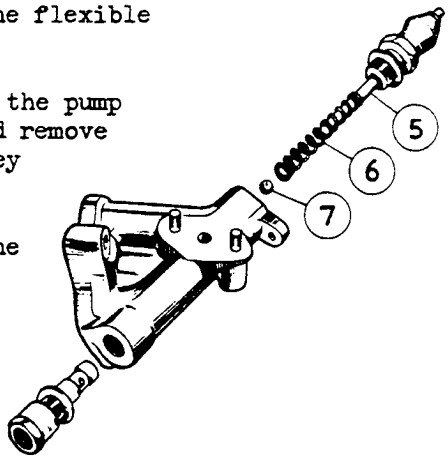

FIG.2 THE PUMP AND VALVE ASSEMBLY.
(vi) Undo the hexagon nut and remove the ride control valve rod (5 Fig.2), spring (6) and steel ball (7).